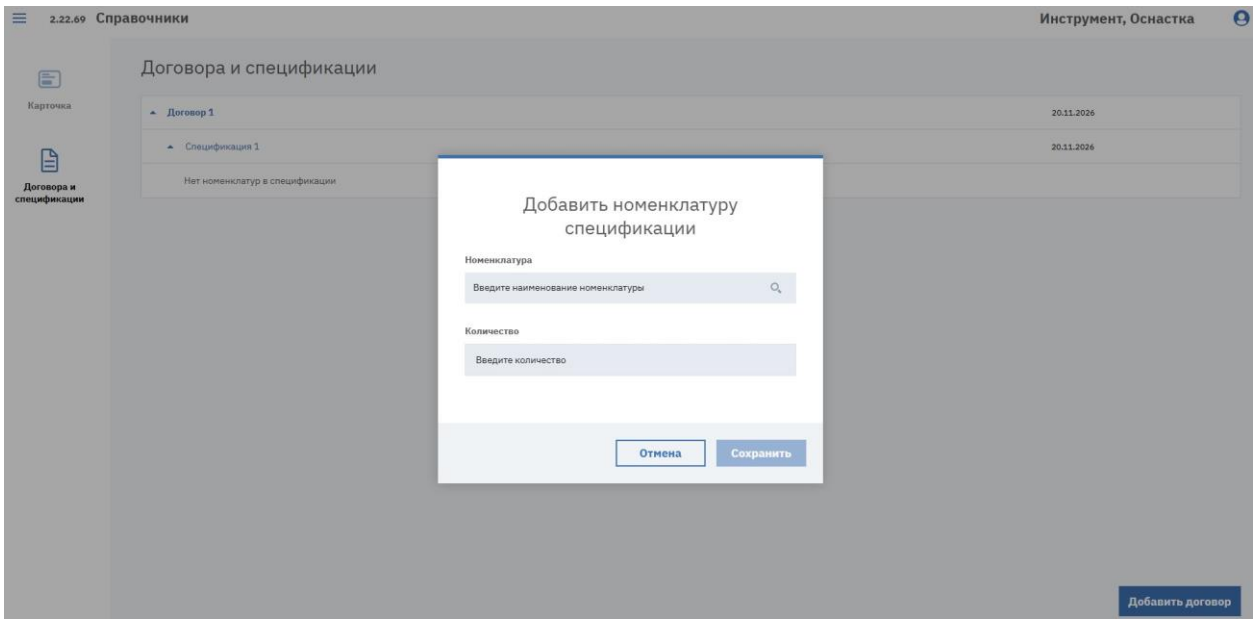

Рисунок 92. Окно «Добавить номенклатуру спецификации»
1. Нажмите значок «+» в строке спецификации. Откроется окно «Добавить номенклатуру спецификации» (см. Рисунок 92).